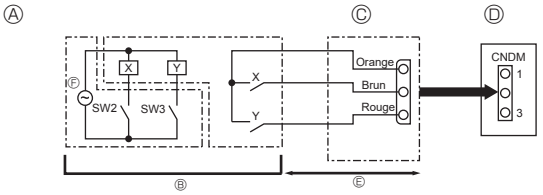

Fig. 8-2
8.2. Fonction de demande (modification sur site) (Fig. 8-2)